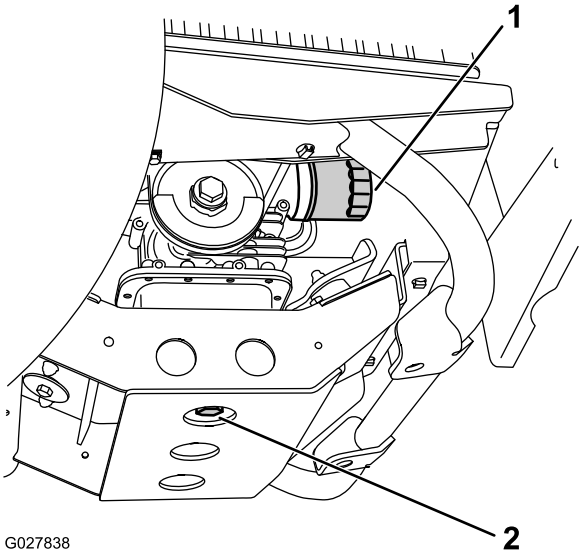

Rysunek 36
5. Umieść miskę drenażową o pojemności 1,6 l pod korkiem spustowym (Rysunek 36).
6. Wykręć korek spustowy (Rysunek 36).
7. Wkręć korek spustu z uszczelką (Rysunek 36) i dokręć korek momentem od 45 do 53 N-m.
2. Zdemontuj dotychczasowy filtr oleju (Rysunek 36).
4. Przykręcaj nowy filtr do adaptera, aż uszczelka zetknie się z płytką montażową; następnie dokręć filtr o dodatkowe 1/2 do 3/4 obrotu (Rysunek 36).